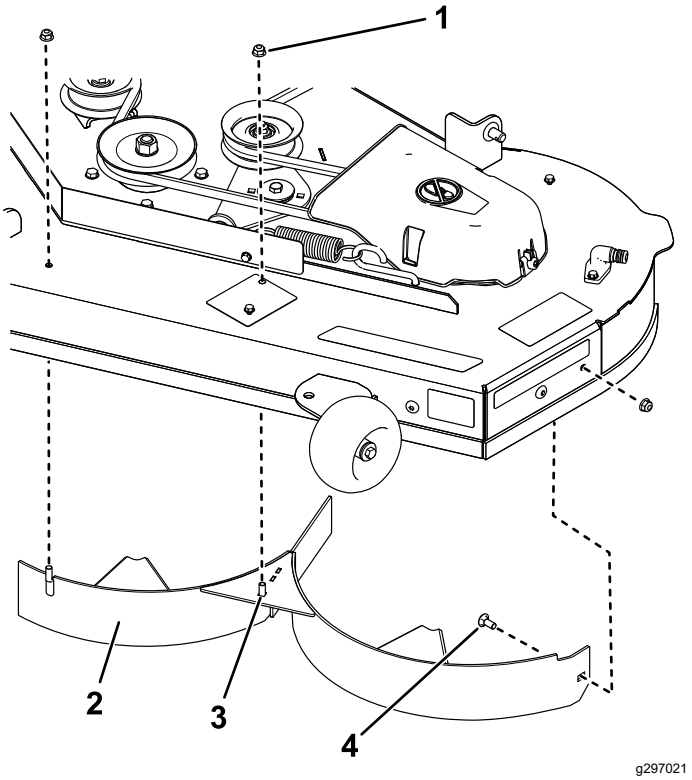

**Figure 14**
7. Remove the 2 locknuts (5/16 inch) from the welded posts of the left baffle (Figure 14).
1. Locknut—5/16 inch (3)
3. Welded post (2)
8. Remove the carriage bolt and locknut securing the left baffle to the deck and remove the baffle (Figure 14).
9. Locate the 2 bolts in loose parts and use the existing locknuts and install these fasteners into the holes shown in Figure 14 on the mower deck to prevent flying debris.